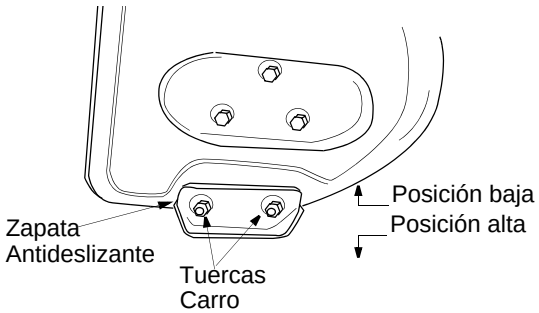

Figura 5
2. Si desea quitar nieve al ras del suelo, eleve más las zapatas antideslizantes. Ver Figura 5.
3. Coloque las zapatas en las posiciones media o alta cuando la superficie que desea limpiar sea despareja. Ver Figura 5.
4. Ajuste las zapatas antideslizantes aflojando las cuatro tuercas hexagonales y los pernos de carro tal como se muestra en Figura 5. Mueva las zapatas antideslizantes a la posición deseada.